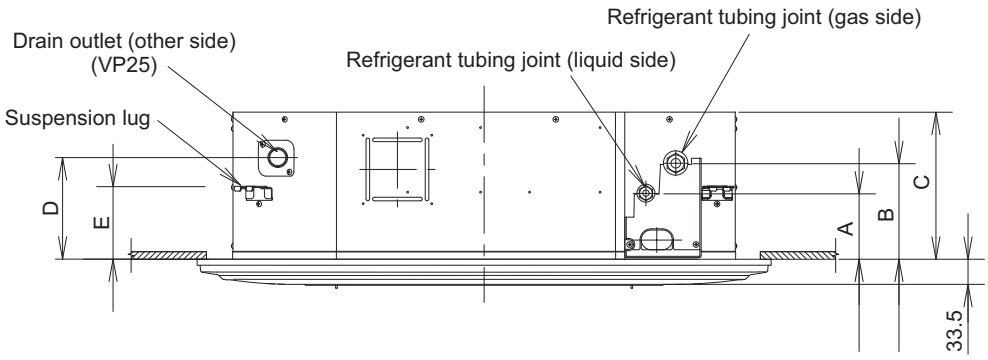

Fig. 2-43
(3) Determine the pitch of the suspension bolts using the supplied full-scale installation diagram. The diagram and table (Fig. 2-43 and Table 2-14) show the relationship between the positions of the suspension fitting, unit, and panel.